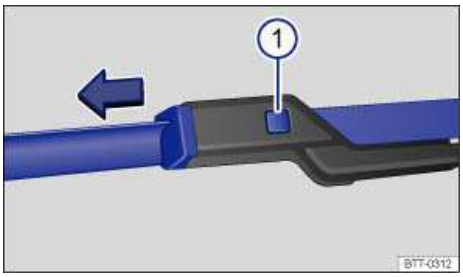

Fig. 145 Changing the windshield wiper blades.
- Press and hold the release button ⇒ fig. 145 (1).